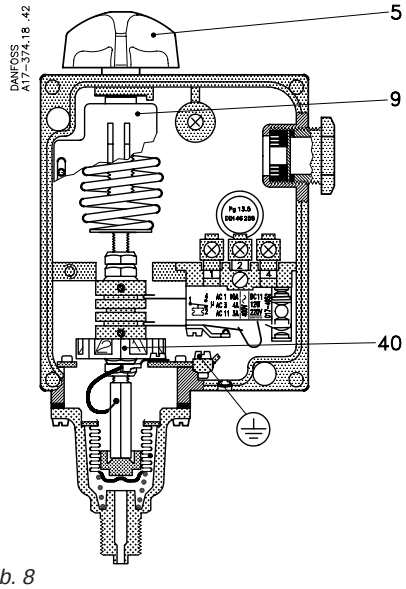
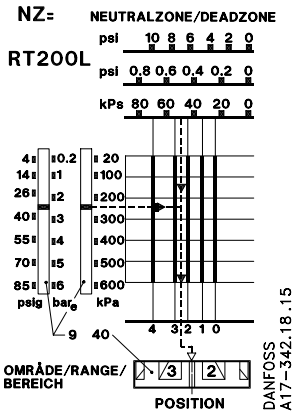
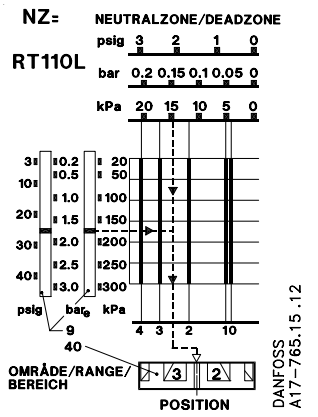
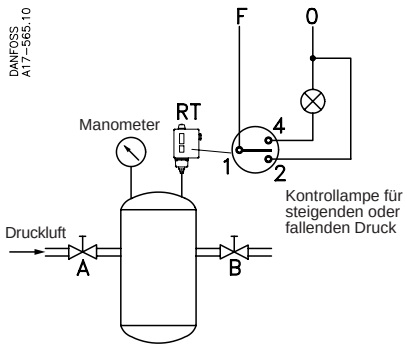

Abb. 8
Abb. 12
Abb.13
Abb. 14
Das Intervall zwischen den Schaltwerten der Kontakte. Stellglied ist dabei in Ruhe (siehe Abb. 13).
Der Bereich wird mit dem Einstellknopf (5) Abb. 8 unter gleichzeitigem Ablesen der Hauptskala (9) eingestellt. Der eingestellte Druck ist der Ausschaltdruck für den Kontakt 1-4 (siehe Abb. 13).
Die gewünschte neutrale Zone wird im Diagramm für das betreffende Gerät aufgesucht. An der unteren Skala des Diagramms kann dann abgelesen werden, auf welche Position die Neutralzonenrolle (40) eingestellt werden muß. Die Funktion geht aus Abb. 13 hervor.
Die Neutralzone 35-32 = 3 m WS entsprechend 0,3 bar wird mittels der Neutralzonenrolle (40) Abb. 8 Seite 11 eingestellt. Dem Diagramm in Abb. 12 entsprechend wird die Rolle auf die Ziffer 1 eingestellt. Eine genaue Einstellung läßt sich durch die Verwendung des Prüfstandes in Abb. 14 erreichen.